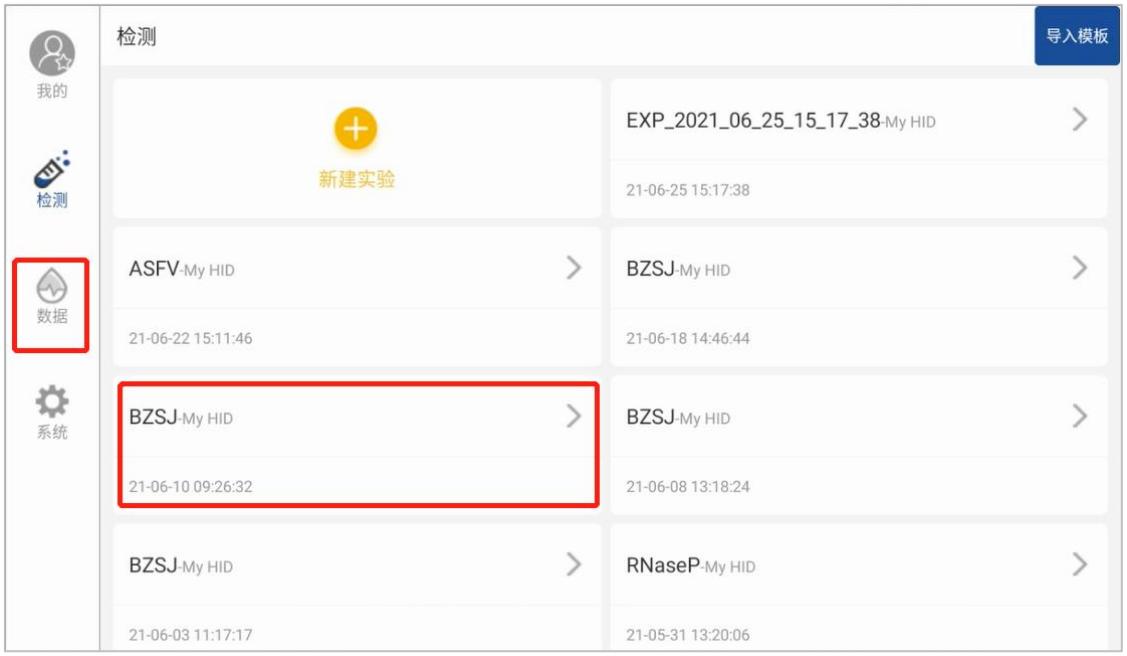

Figure 4.5-1 Data list page
1) Click the "Results" button on the main page to enter the "Data List" page, as shown in Figure 4.5-1.